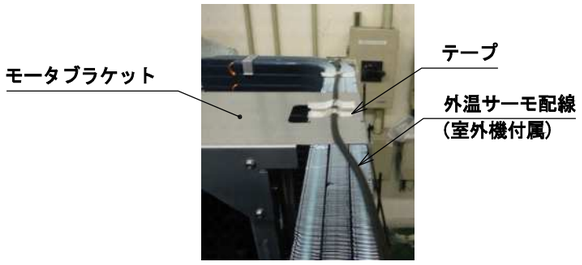

図6
⑤ 外温サーモ(室外機付属)の配線をテープで元通りに貼付けてください。(図6)